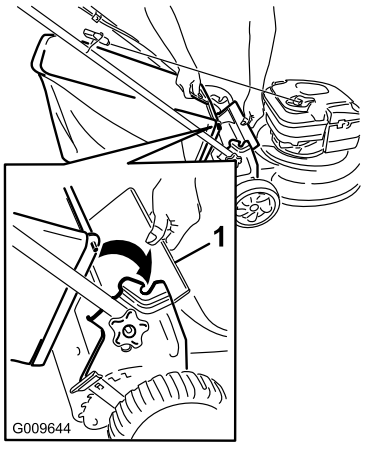

**Figuur 14**
1. Breng de afvoergeleider aan de achterzijde omhoog (Figuur 14).
2. Plaats de handgreep van de grasvanger in de inkepingen op de beugels van de handgreep (Figuur 14).